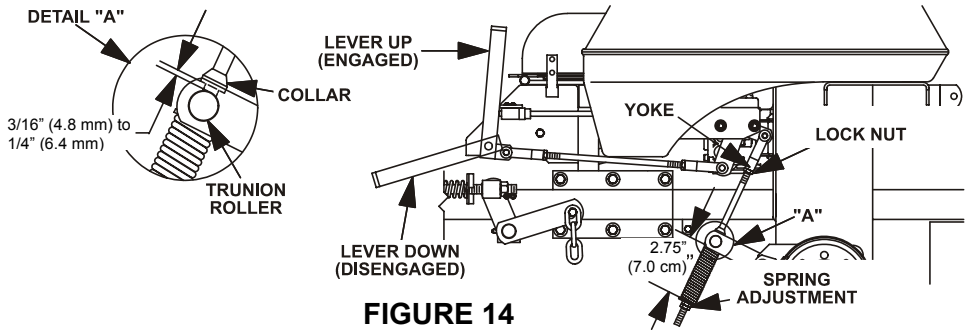

FIGURE 14
b) Measure the length of the spring. Measurement should be 2.75” (7.0 cm) between washers (see Figure 14).
c) Measure the distance between the trunion roller and the rod collar. Measurement should be 3/16" (4.8 mm) to 1/4" (6.4 mm). See Figure 14.
d) If adjustment is necessary, loosen the nut directly below the yoke. Turn the bottom nut (below washer) until the correct measurement is obtained (See Figure 14) turn nut clockwise to lengthen the gap (screws rod into yoke) and turn counter-clockwise to shorten the gap (screws rod out of yoke). Tighten nut against yoke and check opposite side of unit, repeat if necessary.